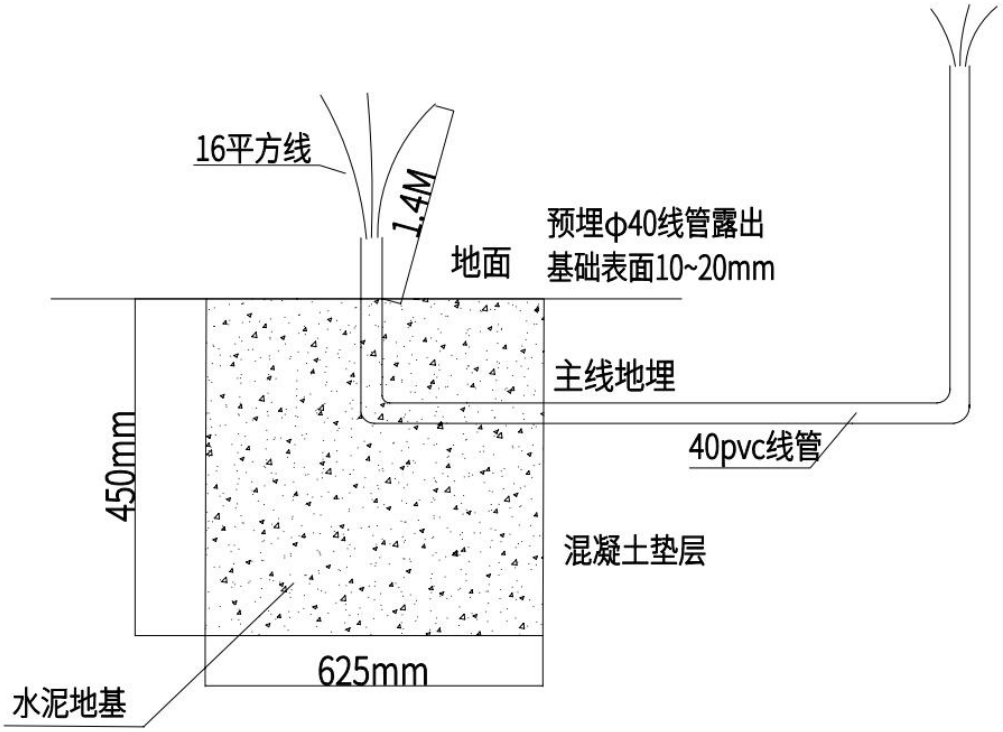

图 3
3、在预埋线管内穿入一组 16mm²铜芯线，设备端从地面穿出预留 1.4 米的线缆接入充电桩,线的另一端布线到配电箱预留合适长度。(注:布线时要有三条线,分别为红色火线、蓝色零线、黄绿色地线)，如图 3。